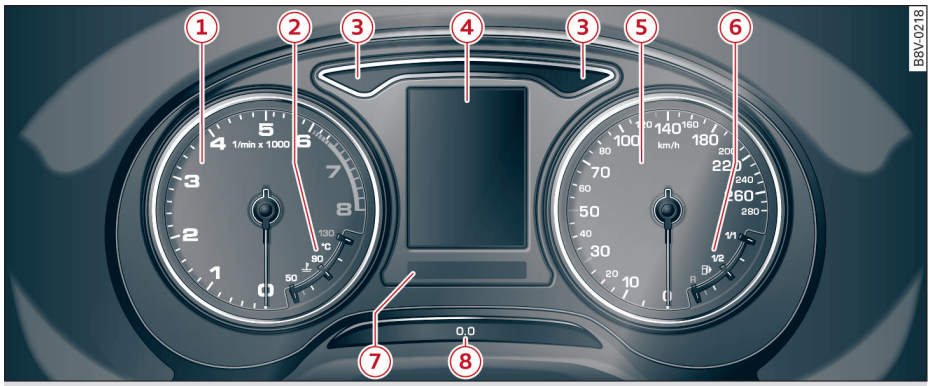

图 3 组合仪表一览
– 在点火开关被关闭的情况下，也可以使用按钮 0.0 调出显示 ⇨ *8 页，图 3*。
转速表的指针 ① ⇨ *8 页，图 3* 只允许短时进入刻度盘的红色区域 – 有发动机损坏危险！
按压按钮 0.0 ⇨ *8 页，图 3* 可将分行驶里程表复位为零。
显示 ⑥ ⇨ *8 页，图 3* 仅在点火开关打开时才工作。如果达到燃油备用标记，那么最下面的 LED 发红光，并出现指示灯 ⇨ *第 21 页*。燃油存量很少时，最下面的 LED 呈红色闪烁。
在组合仪表显示屏中显示燃油存量可达里程 ④ ⇨ *8 页，图 3*。
冷却液温度表 ② ⇨ *8 页，图 3* 仅在点火开关打开后才开始工作。为避免损坏发动机，请您留意以下关于温度范围的说明。